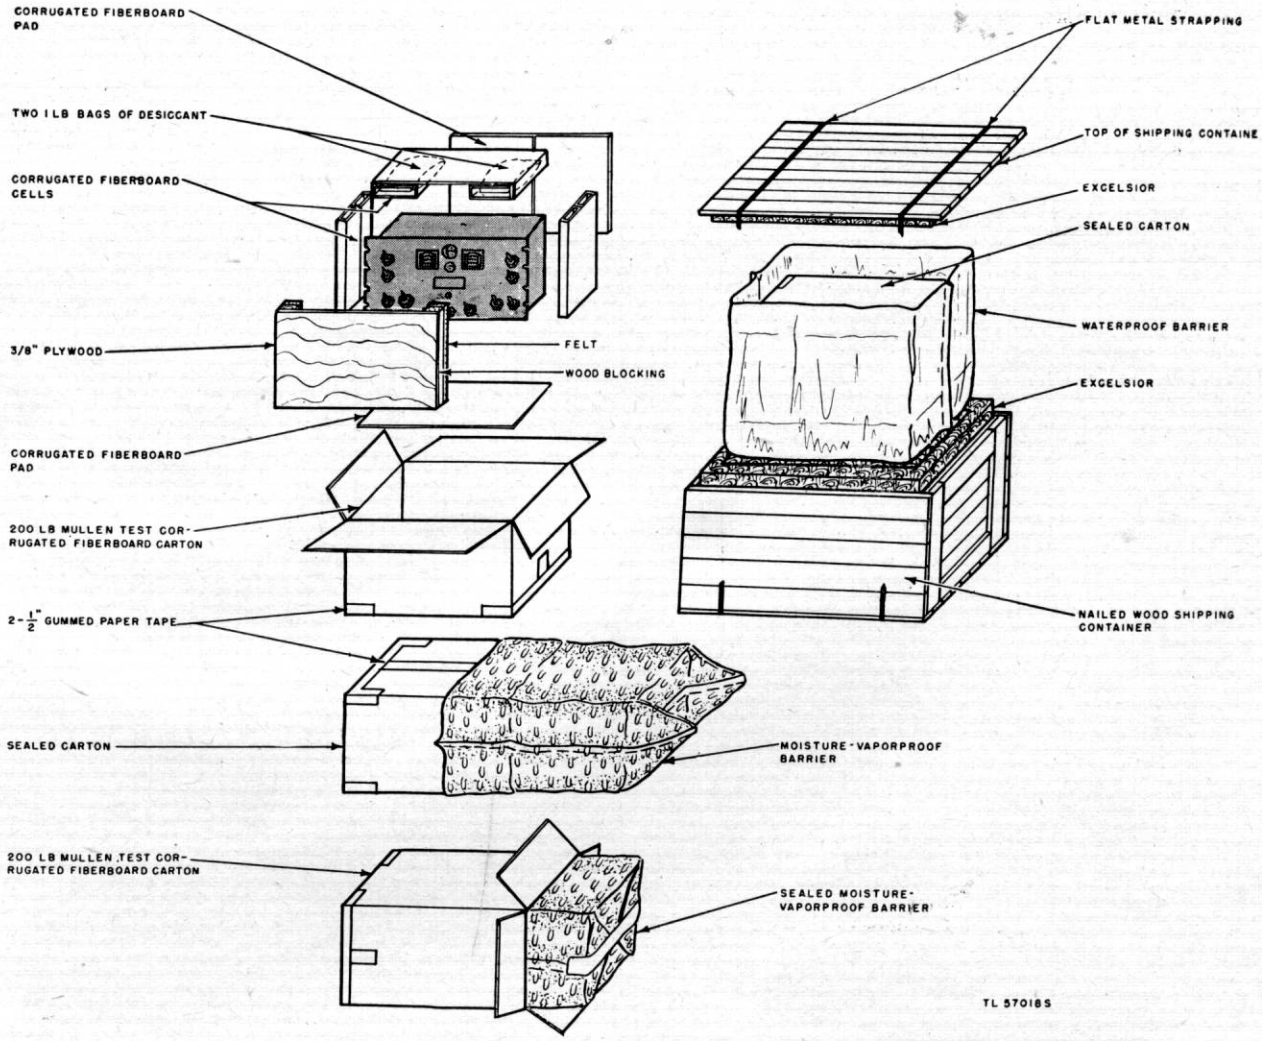

Figure 5. Packaging and packing of radio receivers.
b. Radio receivers are packaged and packed in general as illustrated in figure 5. Power supply units are also packaged and packed as illustrated in figure 5. Both receivers and power supply units may require a partial disassembly in that plug-in units, such as vacuum tubes, unless they lock securely in their sockets, are removed. Particular attention is given to tubes over 4 inches in height. All loose wires, cables, or connections are compacted and secured against their respective units before packaging.